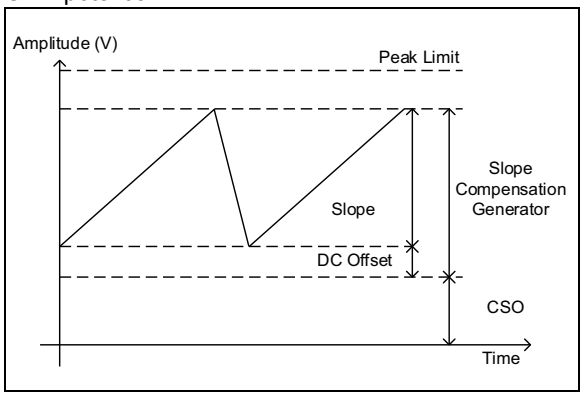
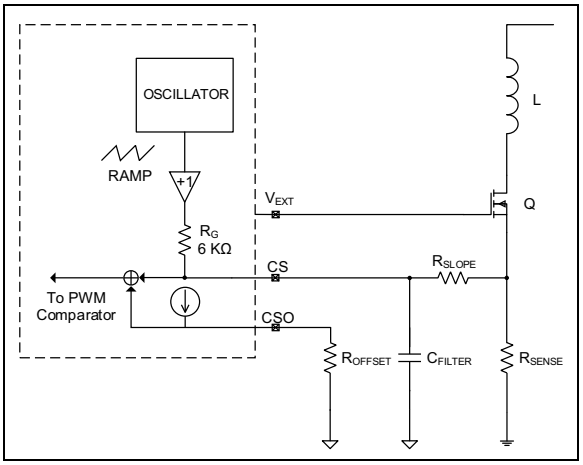

FIGURE 4-2: *Slope Compensation Signal.*
FIGURE 4-3: *Slope Compensation Circuit.*
The error amplifier is of transconductance type (OTA) with external compensation network connected between the output (COMP) and the ground. The error amplifier generates an error signal proportional to the difference between the LED current sense feedback voltage and V_{REF} input voltage. The error amplifier output is clamped by a precision 2.7V internal voltage source. The output of the error amplifier is connected to the inverting input of the high-speed comparator. As the output load current demand increases, the error amplifier output increases too, causing the inverting input pin of the high-speed comparator to increase. Eventually, the output of the error amplifier will hit the clamp, limiting the input of the high-speed comparator to 2.7V maximum. Even if the FB input continues to decrease, calling for more current, the inverting input is limited to 2.7V. By limiting the inverting input to 2.7V, the current sense (IP) input is limited to 2.7V minus DC offset value (CSO), thus limiting the current that flows in the main switch. Limiting the maximum peak current in the switch prevents the destruction of the semiconductor device and the saturation of the inductor during overloads. To simplify the design when CS signal is too small so peak limit is far away, there is another feature called I peak offset (CSO). This DC value is added over current sense information to avoid output overloads. Refer to Figure 4-2 and Figure 4-3 for a detailed description. The error amplifier input includes only the GND potential.